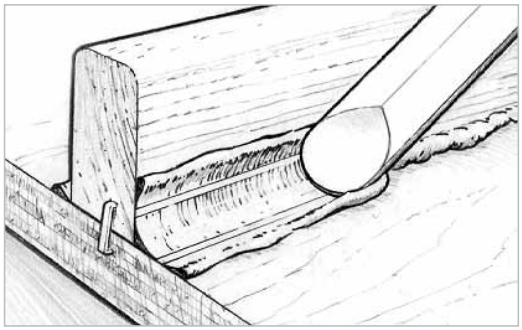

Figure 5-12 *Shape and smooth the fillet with a rounded tool.*
2. Shape and smooth the squeezed-out thick epoxy into a fillet by drawing a rounded filleting tool (804 Mixing Stick) along the joint, dragging excess material ahead of the tool and leaving a smooth cove-shaped fillet bordered on each side by a clean margin. Some excess filleting material will remain outside of the margin *(Figure 5-12)*. Use the excess material to re-fill any voids. Smooth the fillet until you are satisfied with its appearance. An 804 Mixing Stick will leave a fillet with about a ⅜" radius. For larger fillets, an 808 Flexible Spreader, cut to shape or bent to the desired radius, works well.